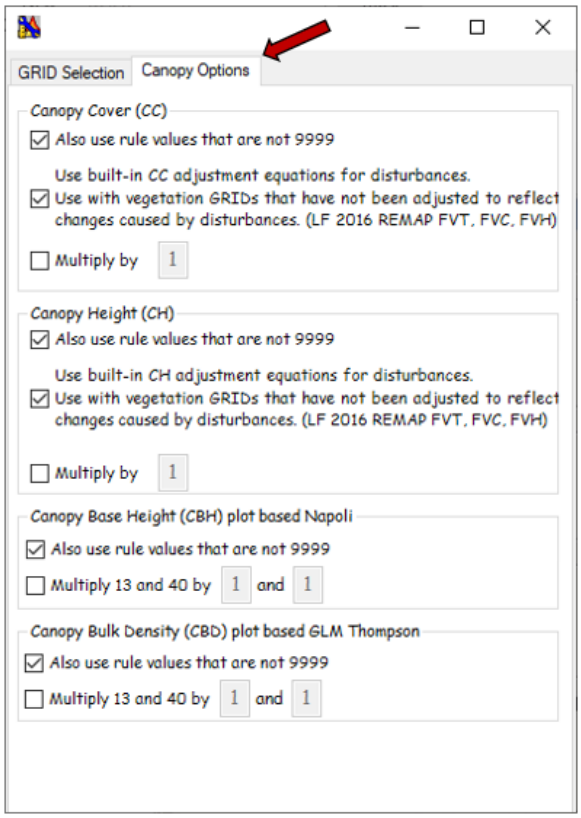

Figure 6-20. *Complete the* ***Canopy Options*** *tab (optional).*
- Click the **Canopy Option** tab to work with select canopy options if desired (Figure 6-20).